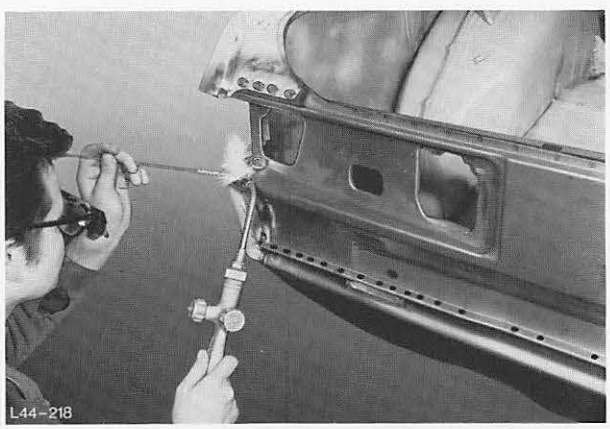

Abb. 233 Verbindungsecken von Rückwandblech und Schürze löten
17. Verbindungsecken von Rückwandblech und Schürze löten, Abb. 233.